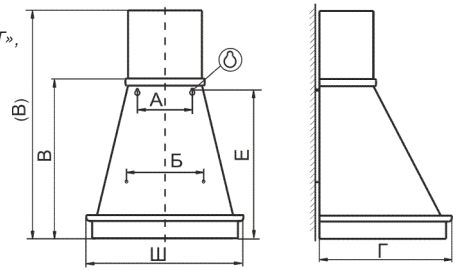

*рис. 2*
6.2 Крепление кухонной вытяжки (рис. 2, табл. 2):